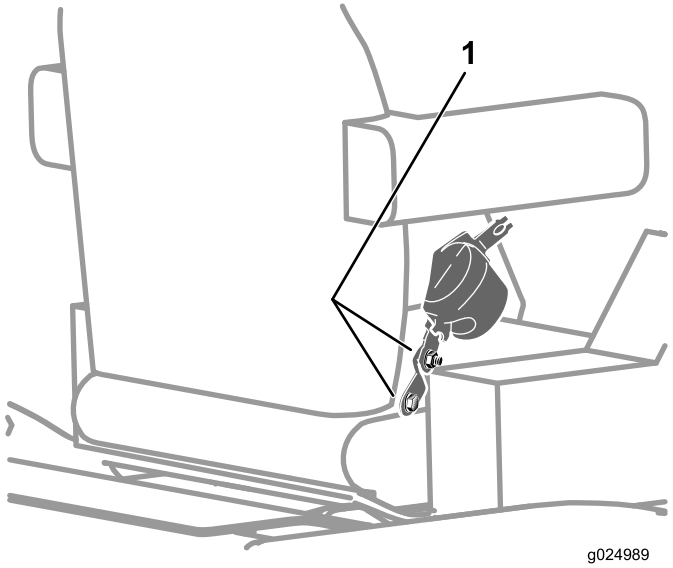

Figure 113
2. Vérifiez que les boulons et écrous qui fixent l'enrouleur et la boucle de la ceinture de sécurité au siège sont serrés à un couple de 47 à 61 N·m (35 à 45 po-lb); voir Figure 113.